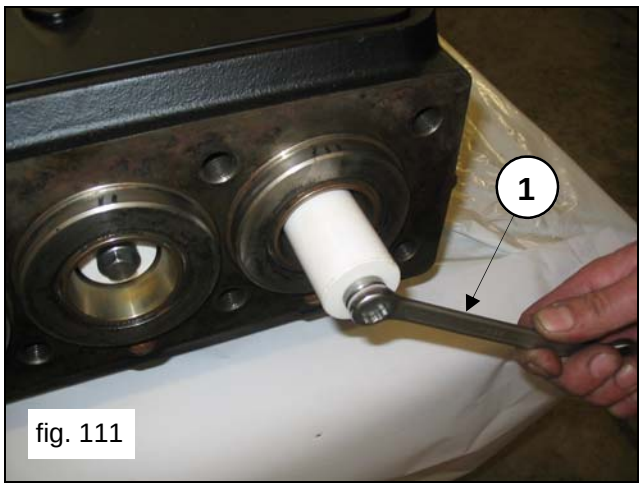

fig. 111
Disassemble the pistons by unfastening the screws (pos.①, fig.111).